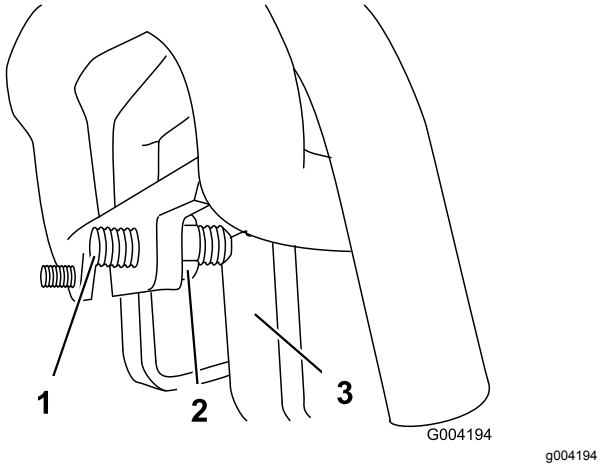

**Figur 59**
3. Om traktorenheten drar åt **vänster**, lossa **höger** kontramutter och justera inställningsskruven framtill på drivreglaget (Figur 59).
4. Om traktorenheten drar åt **höger**, lossa **vänster** kontramutter och justera inställningsskruven framtill på drivreglaget (Figur 59).